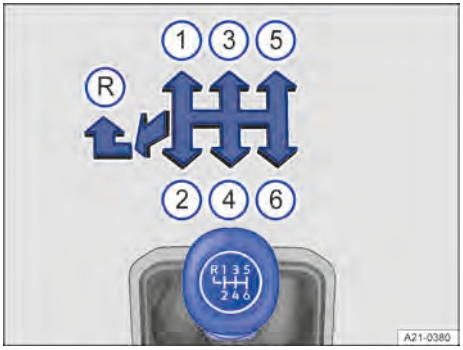

**Fig. 97** Esquema de las marchas de una caja de cambios manual de 6 marchas.
En la palanca de cambios está representada la posición de cada una de las marchas → fig. 97.
3. Tire hacia arriba del anillo de la palanca de cambios y mueva la palanca completamente hacia la izquierda y después hacia delante para situarla en la posición de la marcha atrás → fig. 97 Ⓡ.